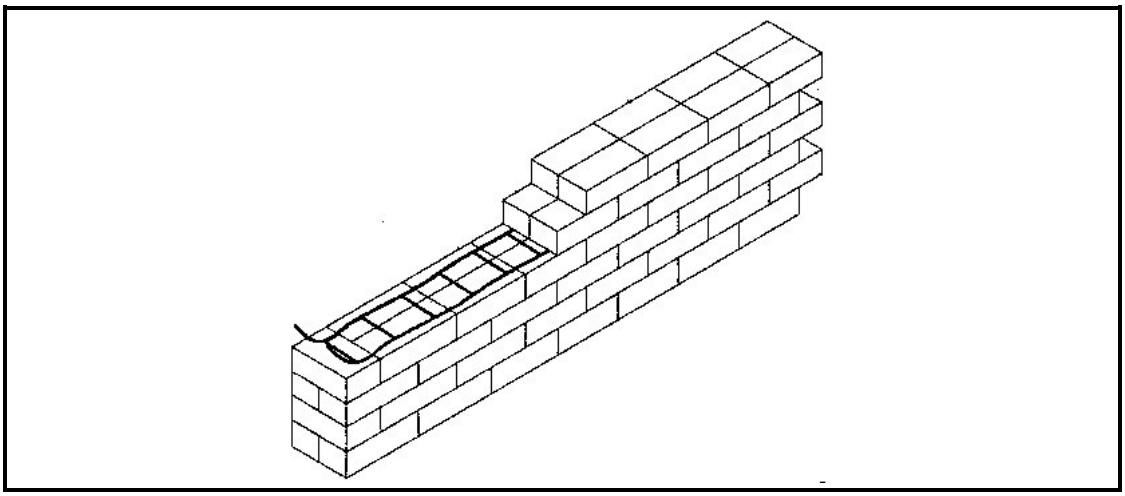

FIGURE 3.8
3.8 Answer the following questions with regard to the wall construction in FIGURE 3.8.